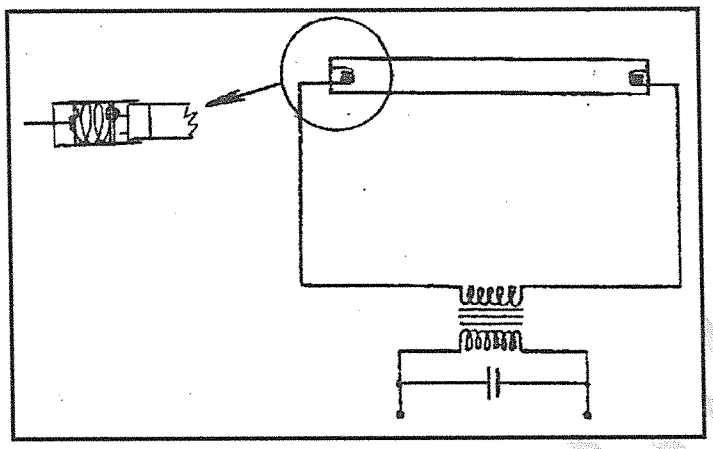

FIGURE 1: FLUORESCENT LAMP CIRCUIT
3.1.1 Identify the circuit in FIGURE 1. (1)
Illustrate with a circuit diagram how TWO lamps such as the one in FIGURE 1 should be connected to reduce the stroboscopic effect. (3)
3.2 Name the lamp type that has the lowest luminous efficiency. (1)